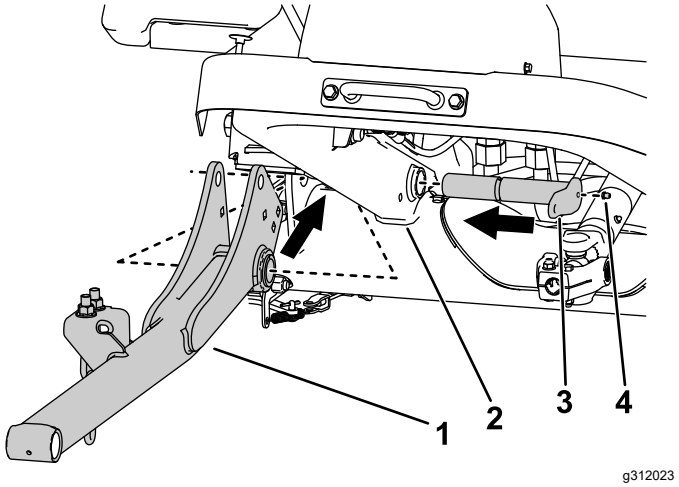

Figure 6
2. Utilisez 2 grands axes pour installer les bras de levage sur le cadre de la machine (Figure 6).
3. Installez les graisseurs sur les grands axes (Figure 6).